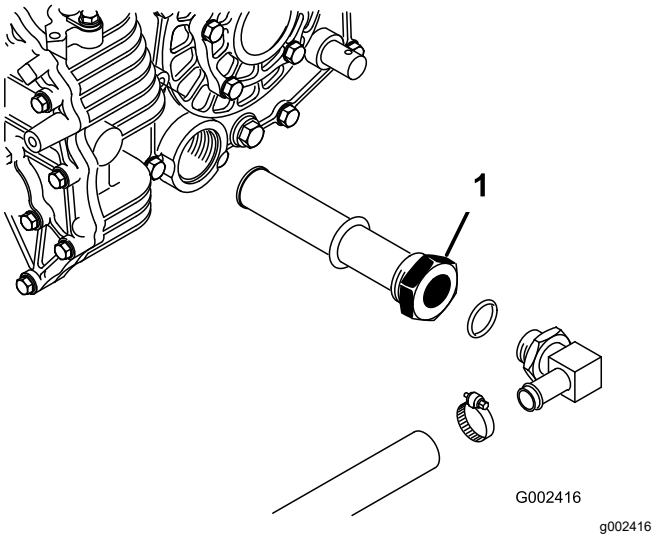

Figur 72
3. Læg mærke til hydraulikslangens retning og 90-grader-beslaget, som er tilsluttet filteret på siden af beholderen (Figur 72).